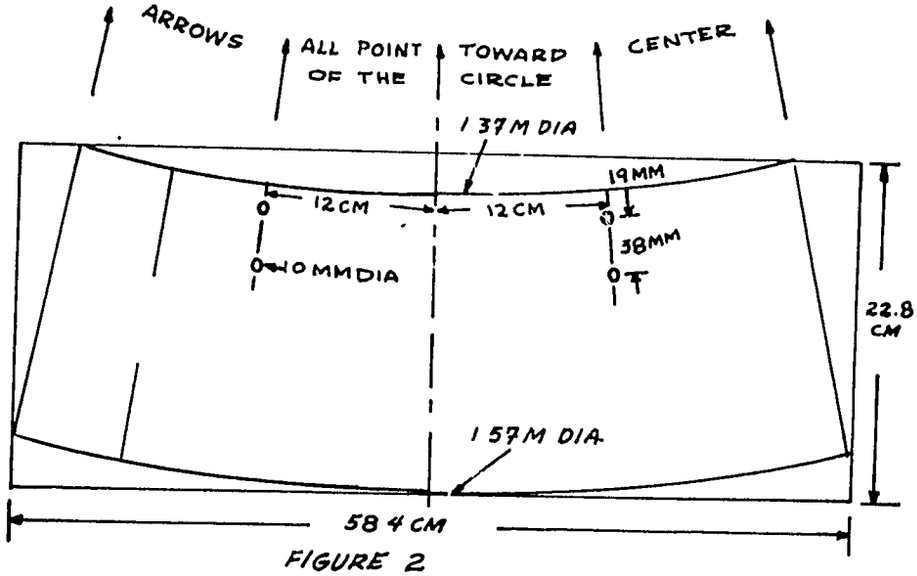

FIGURE 2
1. Trace the outline of Figure 2 on the metal, and cut the blade to shape. Mark the locations for bolt holes for attaching the straps. (The straps can be riveted with 8 rivets rather than bolted with 4 bolts.)